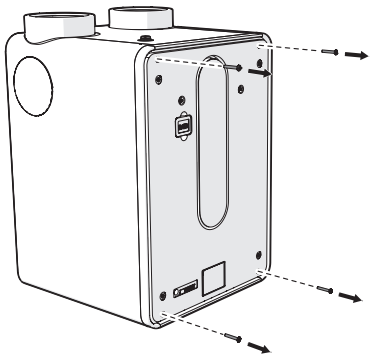

*Figuur 41 De vier los te draaien schroeven.*
2. Draai de vier schroeven los (figuur 41).